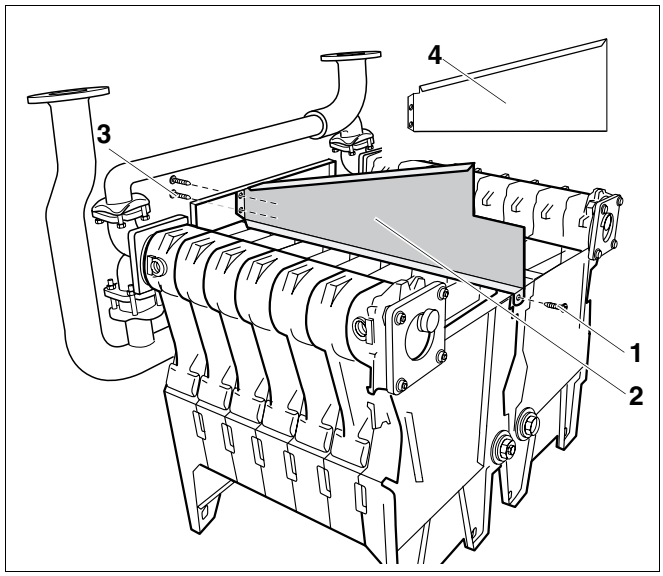

Afb. 36 Afscheidingswand monteren
De afscheidingswand van ketelgrootte 141 kW (afb. 36, **pos. 4**) heeft geen uitsparing.
- Breng de afscheidingswand (afb. 36, **pos. 2**) aan en schroef hem losjes aan de voorwand met twee schroeven met vlakke kop 3,9 x 9,5 (afb. 36, **pos. 3**).
- Schroef de afscheidingswand (afb. 36, **pos. 2**) achteraan met een schroef met vlakke kop (afb. 36, **pos. 1**) losjes aan het middendeel.
- Draai alle schroeven van de afscheidingswand (afb. 36, pagina 36) vast aan.